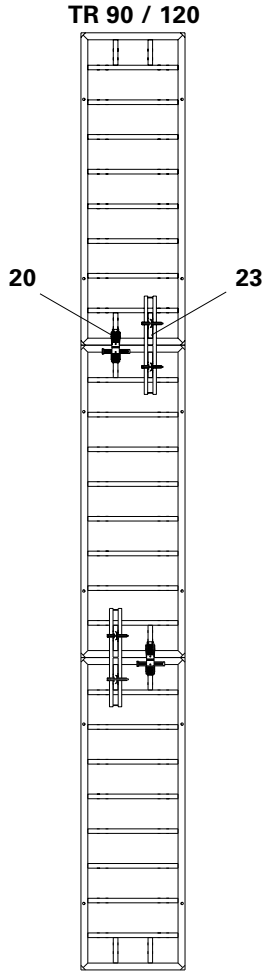

Rys. A15.03a
Dla nadstawionego deskowania > 5,40 m, do połączeń pomiędzy płytami używane są zamek BFD (20) oraz rygiel wyrównawczy TAR 85 (23). (Rys. A15.03a, A15.03b)